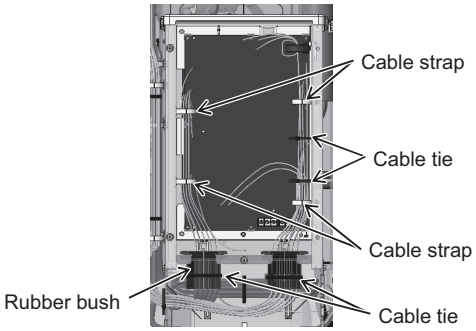

Figure 6
(8) Cut the two cable ties holding the weak electrical wiring inside the main control box in place, and loosen the four cable straps holding the weak and strong electrical wirings. (See Figure 6.)
(9) Cut the two cable ties holding the rubber bush at the bottom of the main control box. (See Figure 6.)